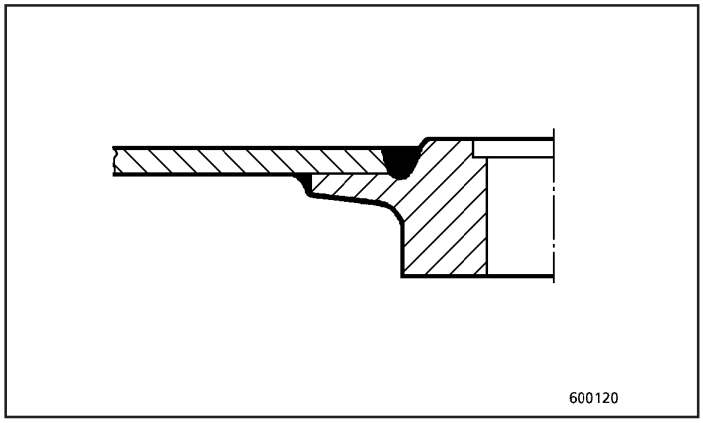

Fig.14
- Soldagem da trinca aberta (Fig. 14).